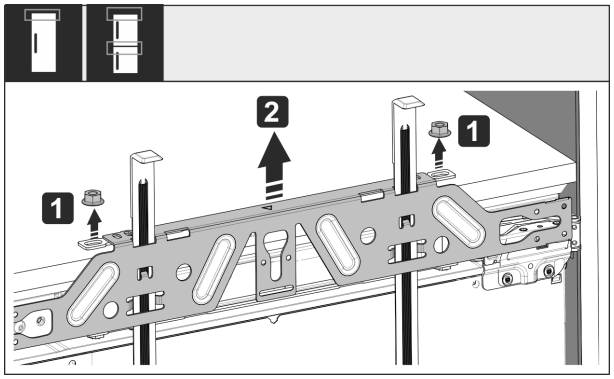

Fig. 56
▶ Desfaceți contrapiulițele *Fig. 56 (1)*.
▶ Detașați traversa de fixare *Fig. 56 (2)*.